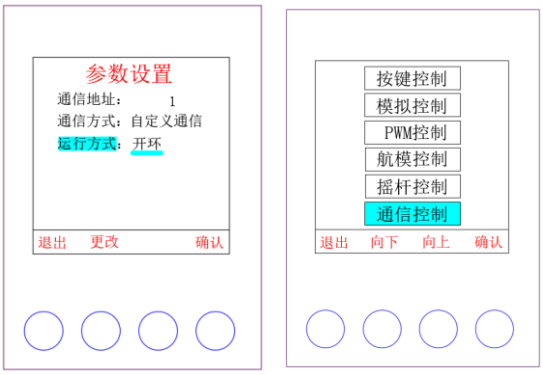

图 6.37 通讯开环控制的运行模式和控制方式选择界面参数设置
- 运行模式可通过按键操作进入参数设置界面进行切换。如图 6.37。
- 控制方式可通过按键操作进入模式选择界面进行切换。如图 6.37。